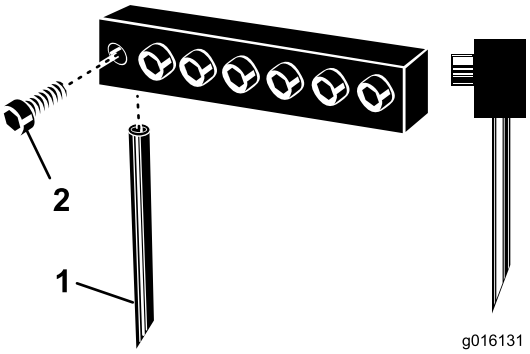

Figur 26
3. Løsne festeboltene og fjern pipene du har brukt tidligere (Figur 26).
Merk: Utløsningsåpningen for hule luftepiper skal være vendt mot bakre del, mens tuppvinkelen for solide piper skal være vendt mot maskinen (Figur 26).